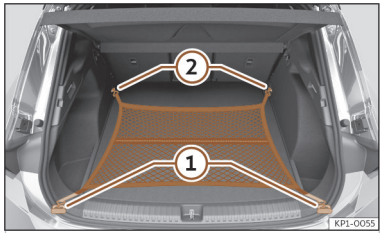

Abb. 190 Im Gepäckraum: flach eingehängtes Gepäckraumnetz.
- Hängen Sie die Haken in die Verzurrösen ein ››› **(Abb. 190)** ① und ② ››› ⚠. Der Reißverschluss des Gepäckraumnetzes muss dabei nach oben zeigen.